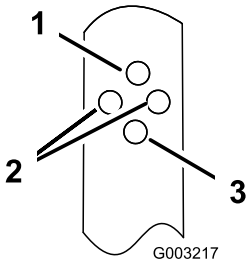

Figur 16
2. Sæt en bolt gennem et af hullerne i hvert håndtagsbeslag, så håndtaget kommer til at stå i den ønskede position (Figur 16).